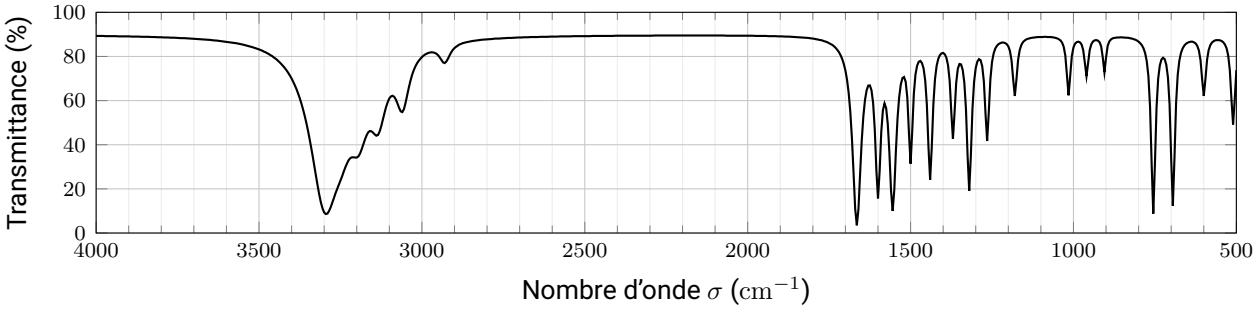

Figure 2 – Spectre infrarouge de l'acétanilide
2) Le spectre infrarouge de la figure 2 confirme-t-il cette famille ? Justifier.